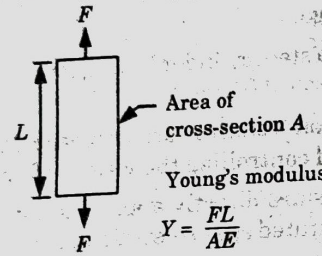

Fig. 4.16.1. Axially loaded member.
3. Consider an axially loaded elastic element as shown in Fig. 4.16.1, under the action of force F, it undergoes deflection of FL/AE.